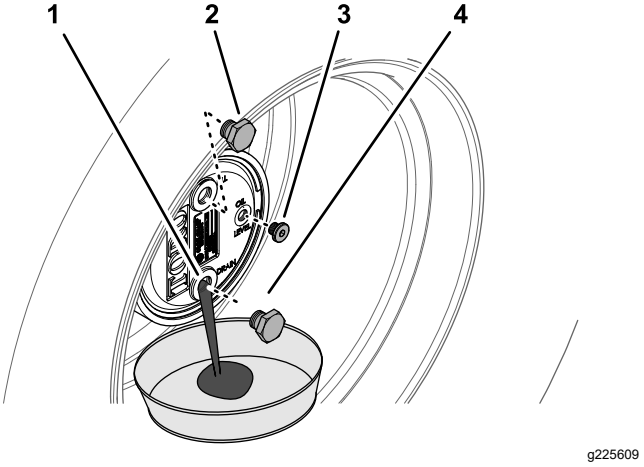

Figur 102
2. Ta bort påfyllningspluggen i läget klockan 12 och kontrollpluggen i läget klockan 3 (Figur 102).
3. Placera ett avtappningskärl under planetnavet, ta bort avtappningspluggen i läget klockan 6 och låt oljan tappas ut helt (Figur 102).
5. Montera avtappningspluggen i avtappningshålet på planetväxelhuset (Figur 102).